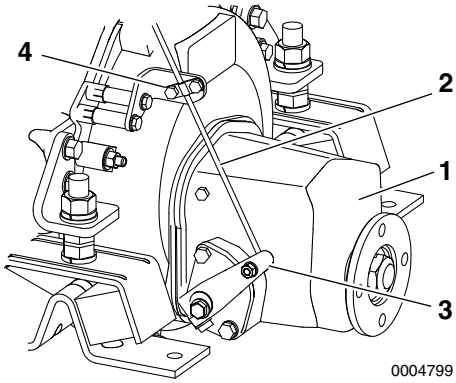

Figur 5
1. Kontrollér, at kontrolhåndtaget **(Figur 5, (3))** rykker til den rette position, når fjernbetjeningskablets håndtag flyttes hen i positionerne FRIGEAR, FREMADGÅENDE eller BAK.
2. Anvend positionen FRIGEAR som standard for justering. Hvis du oplever afvigelser, skal du løsne beslaget **(Figur 5, (4))** på fjernbetjeningskablet på siden af koblingen og justere det.